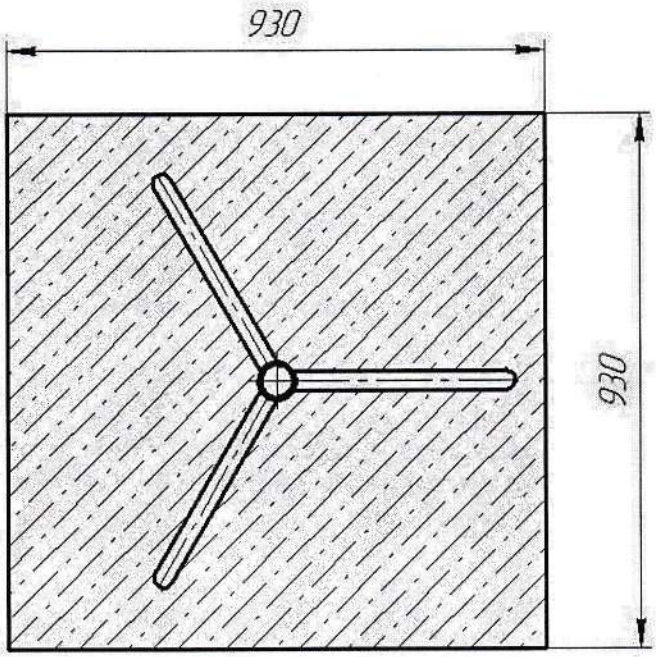

Рис.5 Схема фундамента
- разметить площадку (рис.5) и подготовить яму, глубиной 550 мм;